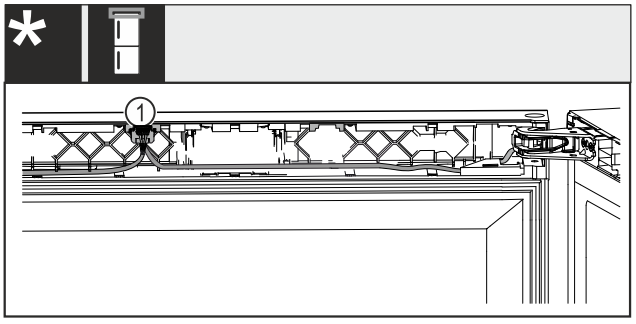

*Fig. 64 Wein-Gefrier-Kombinationen**
▶ Stecker *Fig. 64 (1)* in die Führung einrasten.*